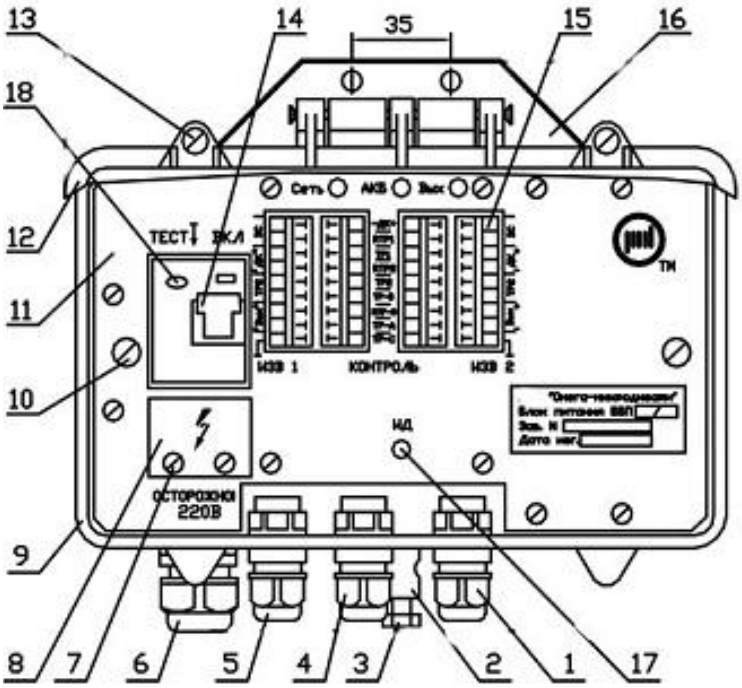
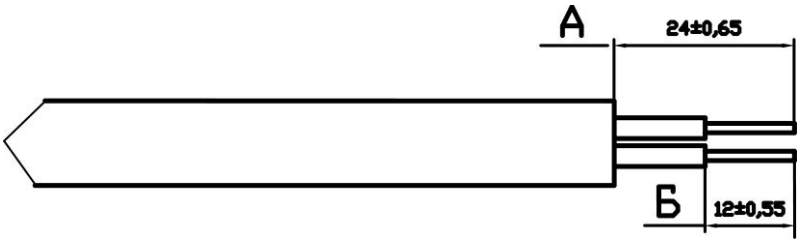
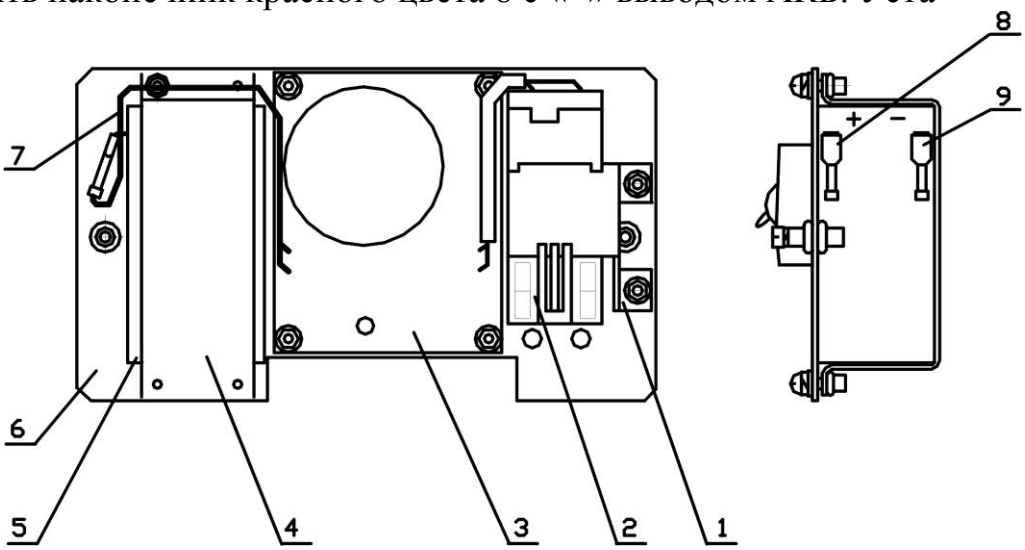

Рис. 10.20
Рис. 10.21
Рис. 10.22
10.5.1 БП устанавливается на вертикальной поверхности, столбе или трубе. Вводы кабелей должны располагаться в нижней части корпуса. При установке БП на вертикальной поверхности, произвести разметку места крепления блока в соответствии с расположением двух крепежных отверстий на рис.10.20. Диаметр отверстий в пластинах 7мм. Установку производить с учетом длины сетевого и связных кабелей, удобства доступа к органам управления и обеспечения обзора индикаторов.
10.5.3 Подготовить сетевой кабель в соответствии с рис.10.21. Для чего освободить на 24 мм изолированные проводники кабеля от защитных и экранирующих покрытий, снять изоляцию с отдельных проводников кабеля на 12 мм и опаять. Выкрутить винты «7» (рис.10.20) и снять защитную крышку «8». Пропустить рабочую часть отвертки в отверстия под защитной крышкой и «ослабить» винты (для крепления сетевых проводов), повернув винты на несколько оборотов против часовой стрелки. Выкрутить невыпадающие винты крепления шасси. Пропустить сетевой кабель внутрь БП через соответствующий ввод и ввести проводники сетевого кабеля отверстия зажимных контактов защитного устройства 2 (см. рис.10.22). Закрепить проводники сетевого кабеля с помощью винтов (под защитной крышкой). Проверить надежность закрепления проводников сетевого кабеля и убедиться, что «зачищенный» участок проводников не выходит за пределы корпуса защитного устройства 2. Надежно соединить наконечник красного цвета 8 с «+» выводом АКБ. Установить шасси в корпус БП и закрепить его невыпадающими винтами. Приступить к выполнению п.10.5.5.
10.5.4 Выкрутить невыпадающие винты крепления шасси. Извлечь шасси из корпуса БП. Вид шасси с тыльной стороны показан на рис. 10.22. На рис. 10.22 обозначено: «1» - скоба крепления устройства защиты; «2» - устройство защиты от поражения электрическим током; «3» электронный модуль; «4» - АКБ (аккумуляторная ба-
10.5.7 Пропустить кабель связи с ППК внутрь БП через соответствующий ввод, закрепить его с помощью гайки ввода и подключить проводники к группам зажимов «Контроль» (см. рис.10.20).